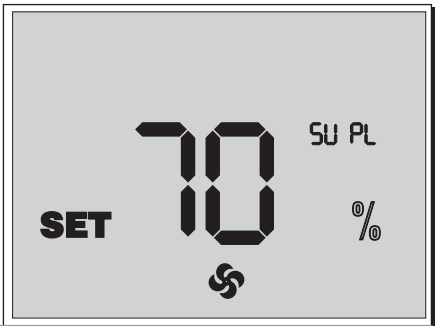

Рис. 13. Налаштування швидкості вентиляторів
- Для зміни продуктивності припливного вентилятора натисніть та утримуйте кнопку M, потім натисніть кнопку △ для збільшення або кнопку ▽ для зменшення швидкості. Кожне натискання кнопки △ та ▽ збільшує або зменшує швидкість припливного вентилятора на 1 %. Якщо кнопка M натиснута, індикатори дисплея відображають поточну продуктивність припливного вентилятора (рис. 13).